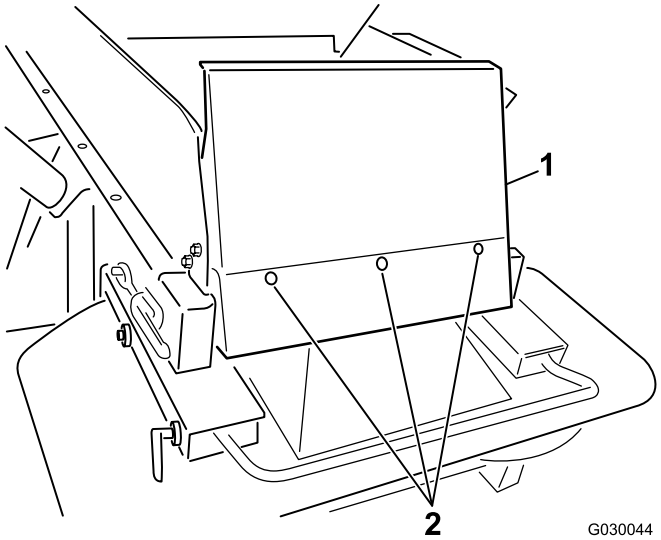

Figuur 7
6. Plaats het hopperscherm met behulp van de bijgeleverde 1/4 x 5/8 inch bolkopbouten en nylon borgmoeren (Figuur 7).